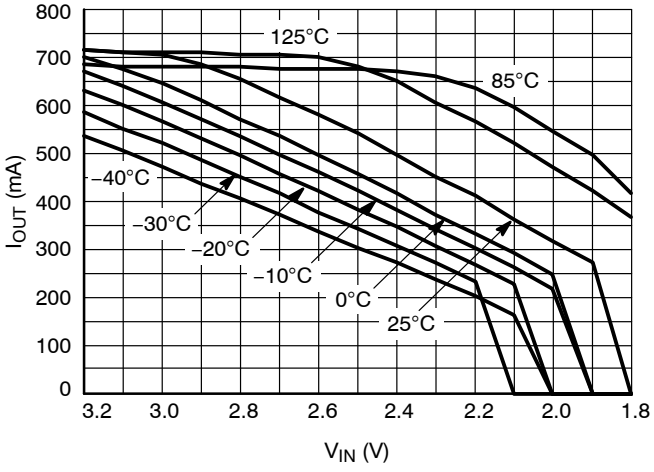

Figure 22. Output Current Capability for the 1.5 V Version
22. For output current capability for T_A < 0 °C, please refer to Figure 22.